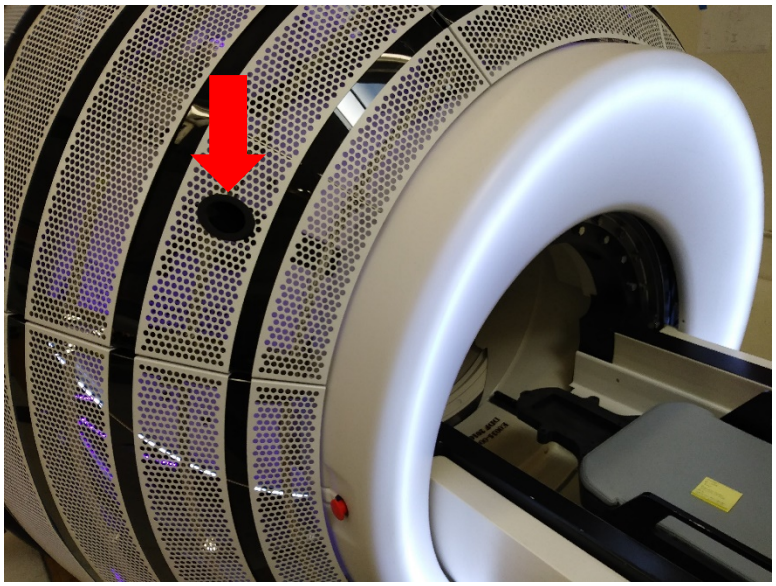

Figura 3-15 Ubicazione della porta per il passaggio dei cavi nel sistema Zap-X.
7. Far passare con attenzione la camera a ioni nel macchinario attraverso il foro di accesso dei cavi accanto allo sportello, accertandosi di lasciare una lunghezza di cavo sufficiente a garantire il corretto funzionamento (vedi Figura 3-15).
5. Far passare con attenzione i cavi necessari attraverso le relative porte del sistema (vedi Figura 3-15).
15. Inserire il numero di unità monitor (MU) desiderato nella casella **Requested MU**.